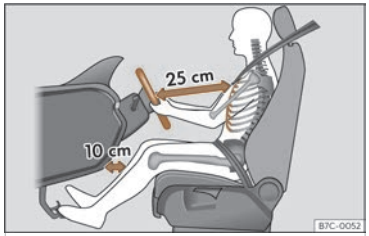

Fig. 14 The correct distance between the driver and the steering wheel must be at least 25 cm (10 inches).
- Adjust the steering wheel so that it is at a distance of at least 25 cm (10 inches) from the sternum ››› Fig. 14 and can hold it with both hands on the sides, on the outside, with the arms slightly flexed.